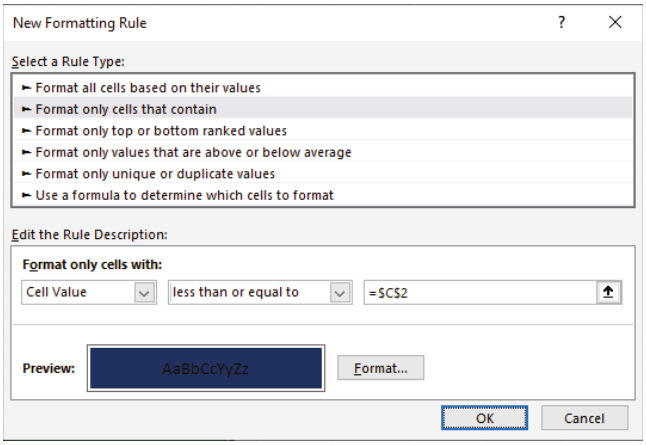

Figure 8.13: Create the conditional formatting rule.
11. Click the Format button and set the fill to dark blue, the font color to dark blue, and the left and bottom border color to white. Click OK. The New Formatting Rule dialog is shown in Figure 8.13 and the resulting chart is shown in Figure 8.14.